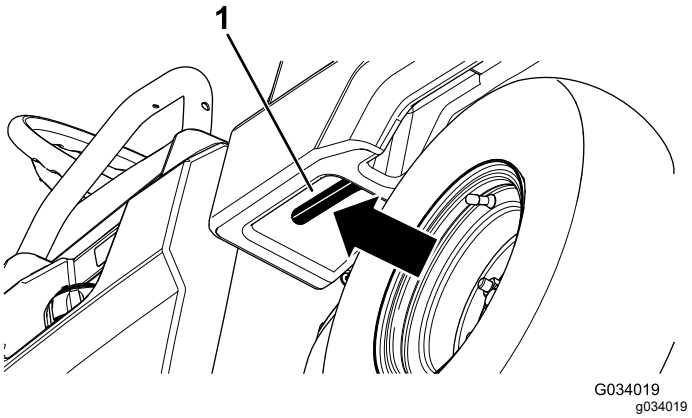

Figur 13
1. Trekk spaken til venstre inne på lasteplanet mot deg, og løft lasteplanet opp (Figur 13).
1. Hev lasteplanet litt ved å heve låsespaken (Figur 13).